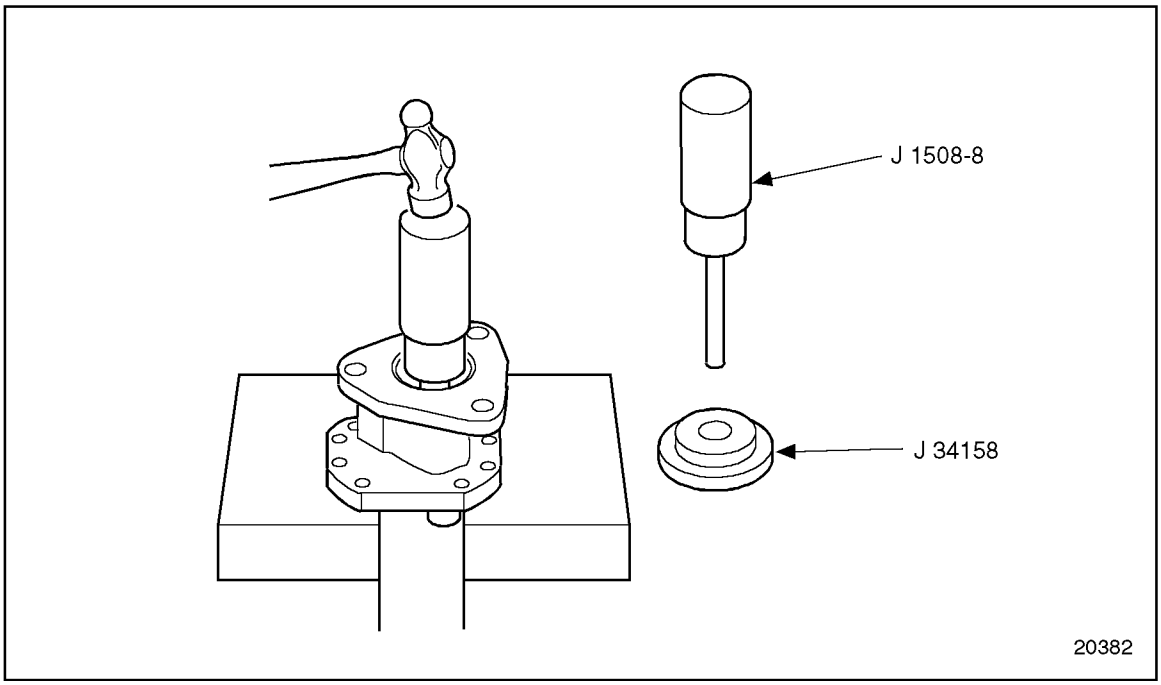

Figure 2-66 Installing Outer Oil Seal
5. Remove the installer J 1508-8 and pilot J 34158 and place the narrow end against the installer handle. See Figure 2-66.